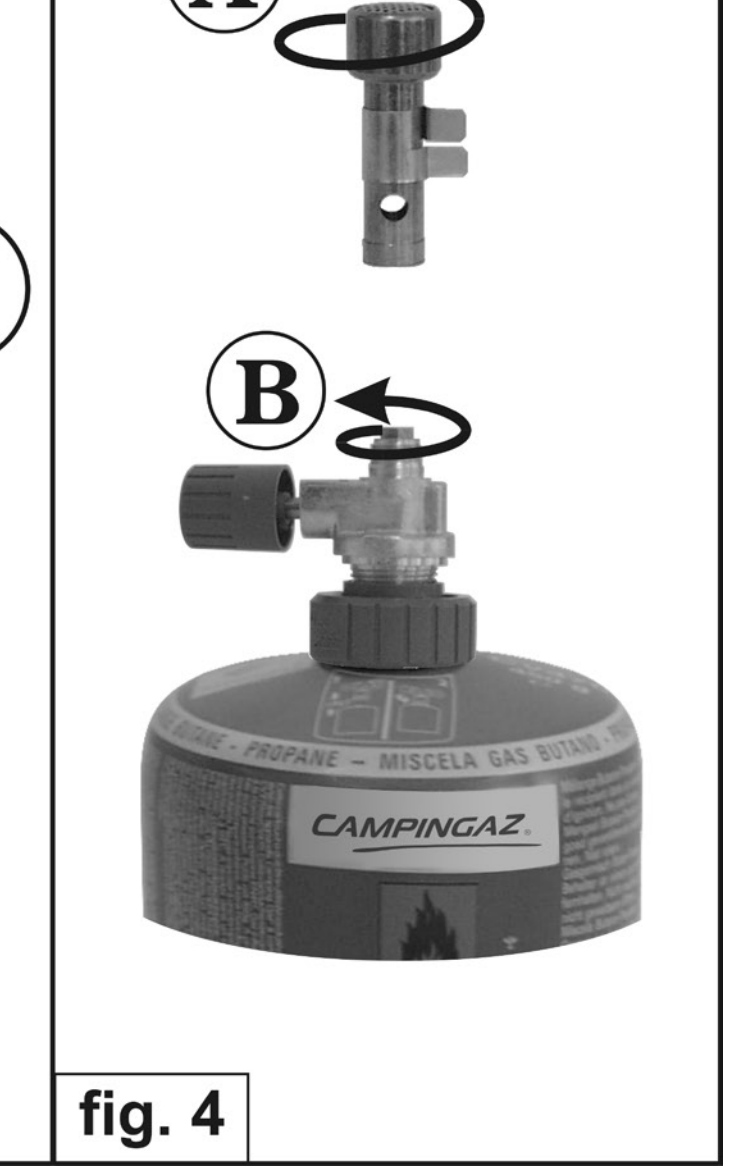

fig. 4
2/ Si on entend un bruit de liquide en secouant l'appareil, il reste du gaz, l'injecteur est bouché. S'assurer que l' arrivée du gaz est bien fermée (tourner le volant (3) à fond dans le sens de rotation des aiguilles d'une montre). Tout en maintenant fermement le robinet dévisser le brûleur (1) (suivant flèche A) (fig.4) puis l'injecteur (7) (suivant flèche B) (fig.4). A sa place, visser un injecteur neuf ou propre, puis revisser le brûleur (1). En général, il sera facile de déboucher l'injecteur déficient en chassant l'impureté par un jet d'air comprimé dirigé contre la face extérieure de l'injecteur préalablement démonté. (Ne jamais utiliser une aiguille ou tout autre débouchoir métallique).
2/ If the sound of liquid can be heard when the unit is shaken, there is some gas left but the injector is blocked. Check that the gas inlet is properly closed (turn the knob (3) as far as it will go in a clockwise direction). While holding the valve firmly, unscrew the burner (1) as indicated by arrow A (fig.4), then the injector (7), as shown by arrow B (fig.4). Replace it with a new or clean injector, then screw the burner back in place (1). The defective injector can normally be easily unblocked simply by ejecting the impurity with a jet of compressed air directed against the external face of the injector after removing it from the unit. (Never use a needle or any other metal implement).